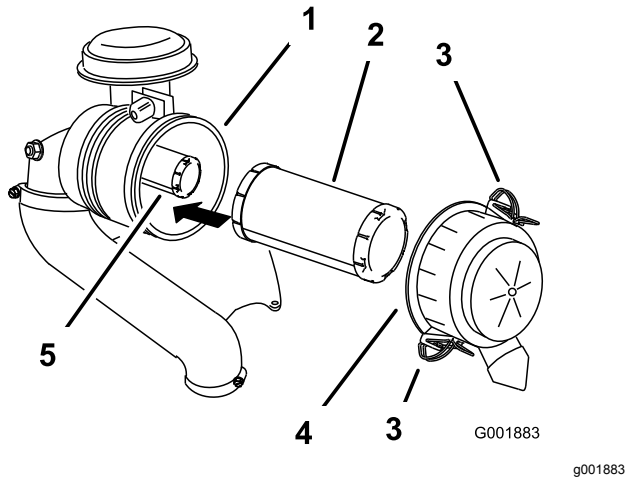

Figure 39
3. Ouvrez les dispositifs de verrouillage du filtre à air et détachez le couvercle du boîtier du filtre (Figure 39).
5. Sortez le préfiltre du boîtier du filtre avec précaution (Figure 39).
2. Si vous remplacez l'élément intérieur, insérez-le avec précaution dans le boîtier du filtre (Figure 39).
3. Placez ensuite le préfiltre sur l'élément de sécurité avec le même soin (Figure 39).
4. Remettez en place et verrouillez le couvercle du filtre à air (Figure 39).